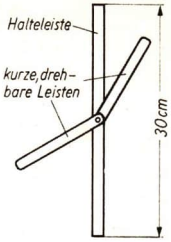

Abb. 31. Halteleiste mit zwei kurzen drehbaren Leisten
4. Befestige auf einer schmalen, etwa 30 cm langen Holzleiste nach Art von Abb. 31 mittels eines dünnen Nagels zwei kurze, etwa 10 cm lange Holzleisten! Tauche die lange Leiste bis zum Nagel senkrecht in einen mit Wasser gefüllten Eimer und verstelle die im Wasser befindliche kurze Leiste so, daß sie einen spitzen Winkel mit der langen bildet. Drehe die in der Luft befindliche kurze Leiste so, daß sie die Richtung der im Wasser erblickten fortzusetzen scheint. Ziehe die Leiste aus dem Wasser und vergleiche die spitzen Winkel miteinander!